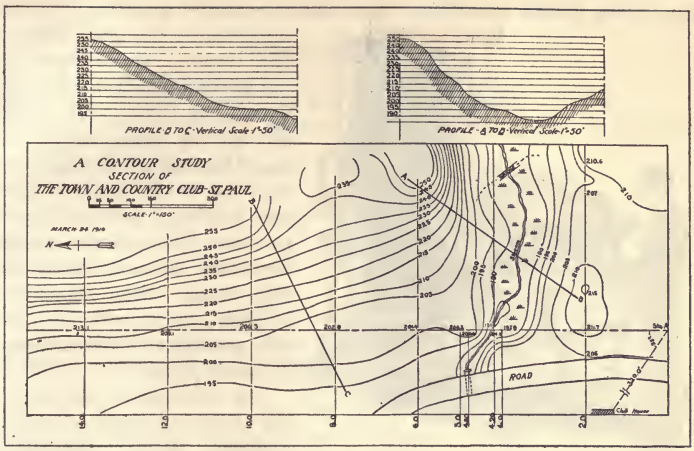

Fig. 63.
29. **Topographical drawing** is the method of representing the topography or surface contour of any section of country. Maps or photographs are made of the section to be covered, then, with surveying instruments, the heights of elevations are taken and laid off on several lines. The distance between lines and heights of elevations give the information needed to make a topographical map. In railroad construction, crews of men are kept busy taking measurements and constructing maps, contours and sections. Fig. 63 shows the contour of the land around a golf club-house, and above are sections taken along the lines AB and BC of the contour map. Highway commissioners have such maps made for the construction of highways, drainage systems and irrigation projects. Topographical drawings are useful in war, indicating approximately places for batteries, camps, trenches, etc.